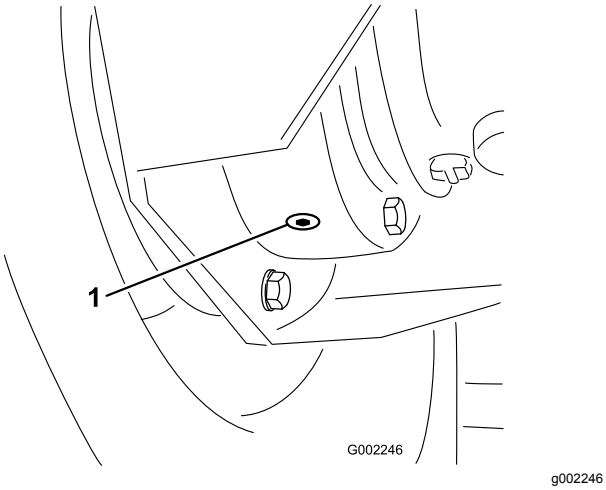

Figuur 81
4. Plaats een opvangbak onder de binnenste aftapplug en verwijder deze (Figuur 81).